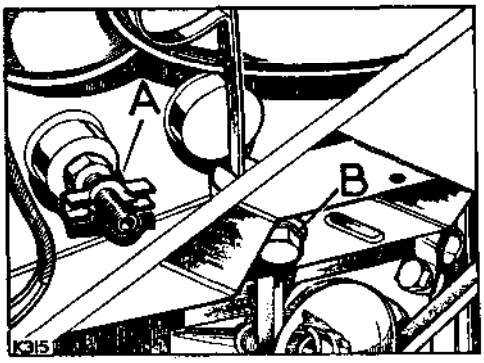

**Fig. A2-6. Coolant drain points location**
3. Connect the coolant hoses and replenish the engine coolant system, allowing a free flow through the drain taps before closing them. Fig. A2-6 refers. Fill the radiator header tank to within ¼ in. to ¾ in. (12 mm to 19 mm) below the bottom of the filler neck.